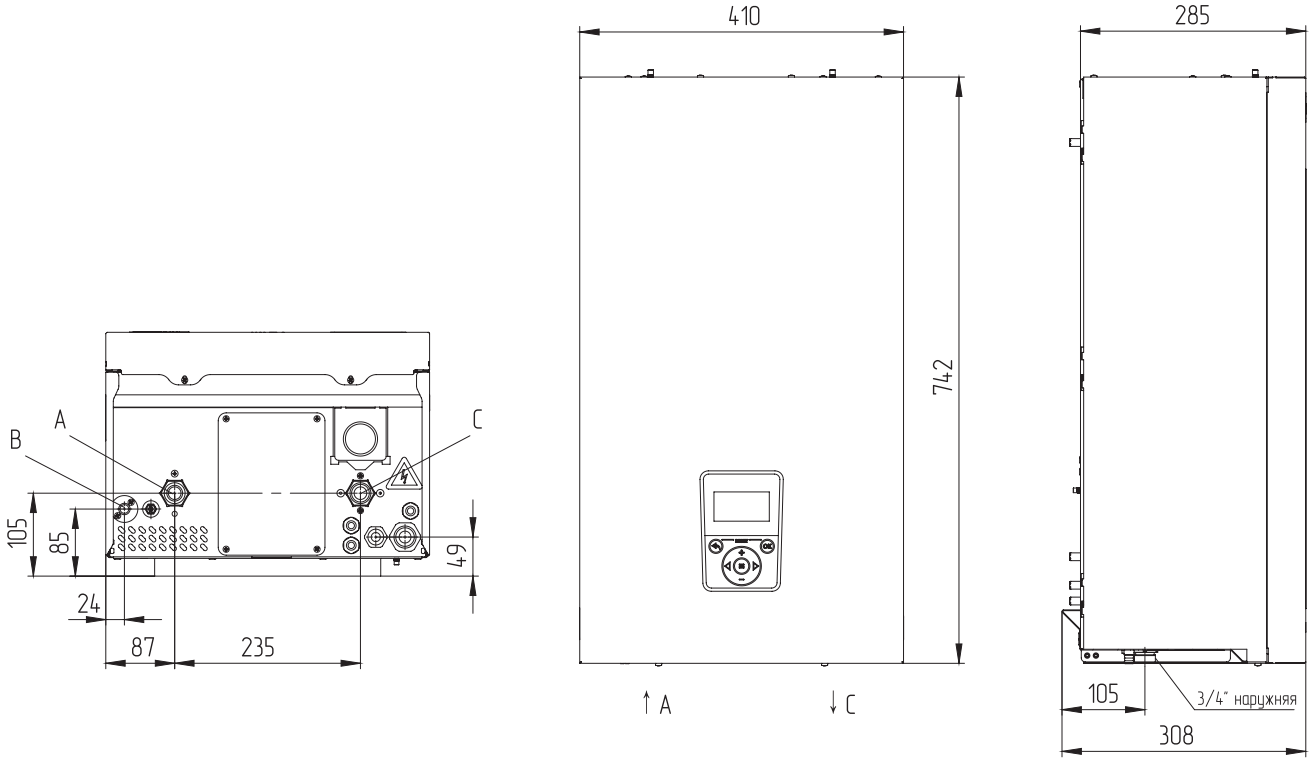

Рис. 9 Габаритные размеры ZOTA MK-X V2 от 4,5 до 24 кВт
1. Подсоединить котел к системе отопления. Габаритные и присоединительные размеры котлов указаны на **Рис. 9**, **Рис. 10**;